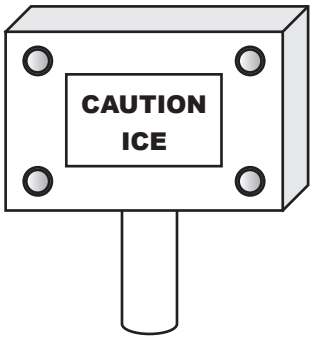

Figure Q5
5. A road-maintenance company is considering installing the flashing "Ice Alert" warning-lamp system shown in Figure Q5 on the approach to a dangerous bridge.